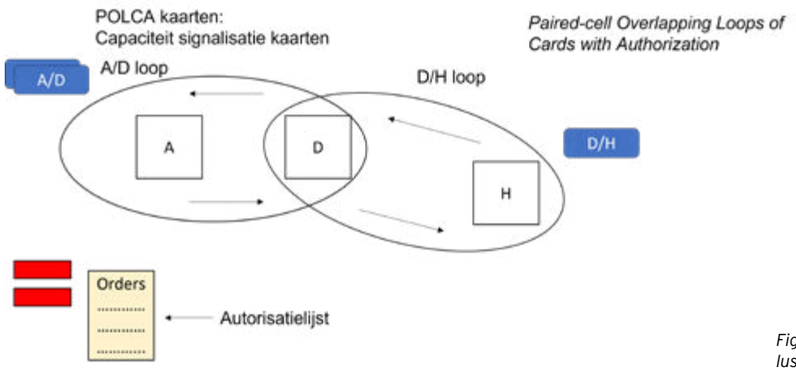

Figuur 15: twee overlappende POLCA-lussen met POLCA-kaarten
- **Pull-signaal**: POLCA bereikt dit door middel van een ingenieus kaartsysteem met overlappende lussen. Twee opeenvolgende werkposten in een productieproces vormen een lus (ellipsen in figuur 15). In elke lus circuleert een beperkt aantal POLCA-kaarten. Een POLCA-kaart is in feite een signaal dat aangeeft dat **verwerkingscapaciteit beschikbaar** is. Een werkorder mag pas een lus binnenkomen wanneer er een vrije kaart van die lus beschikbaar is. Zodra een opdracht een lus binnenkomt, wordt er een kaart aan de opdracht gekoppeld. Zodra een order een lus verlaat, wordt de kaart teruggebracht naar de eerste werkpost van de lus en bewaard op een visueel bord. De kaart wordt dan beschikbaar voor een volgende bestelling. Op de tussenstations, (zoals D in figuur 15), worden twee kaarten aan de order gekoppeld: een A/D-kaart en een D/H-kaart. Aan de eerste en laatste post is slechts één kaart verbonden.